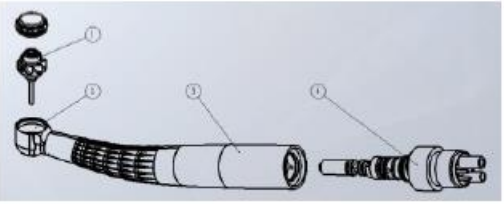

Рисунок 1
1.4 Структура и компоненты (см. рисунок 1)